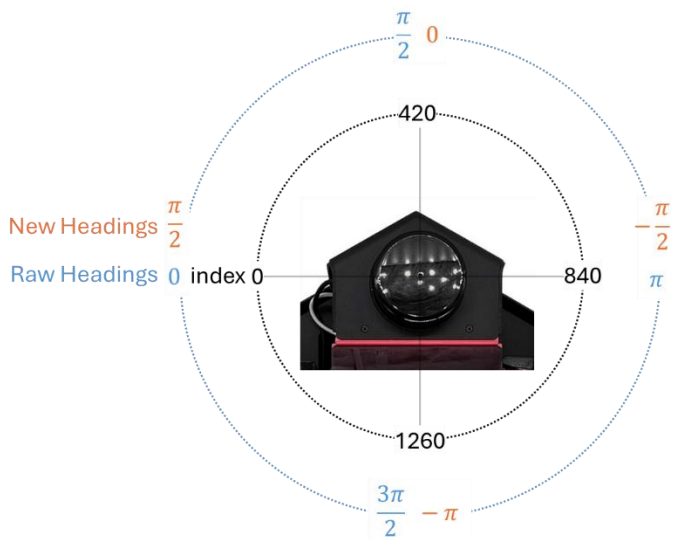

Figure 3. LiDAR measurement correction
2. Notice that the raw headings signal is connected to a **Gain** block with a value of -1 and a **Bias** block with a value of pi/2. This is to correct the headings such that the angle value of 0 corresponds to the front of the QBot, as shown in Figure 3. In addition, the angles now are now increasing counterclockwise, consistent with the positive convention of our reference frame.